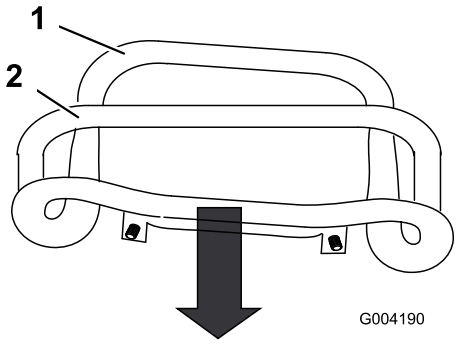

**Figuur 49**
3. Trek de tractiebediening recht naar achteren zodat de voorzijde ervan contact maakt met de referentiebalk (Figuur 49).